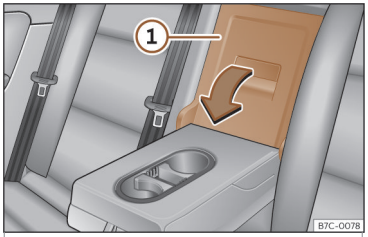

Fig. 115 En el respaldo del asiento trasero: apertura de la trampilla.
- Tire de la palanca de desbloqueo en el sentido de la flecha y abata completamente la tapa de la trampilla>>> **fig. 115** ① hacia delante.